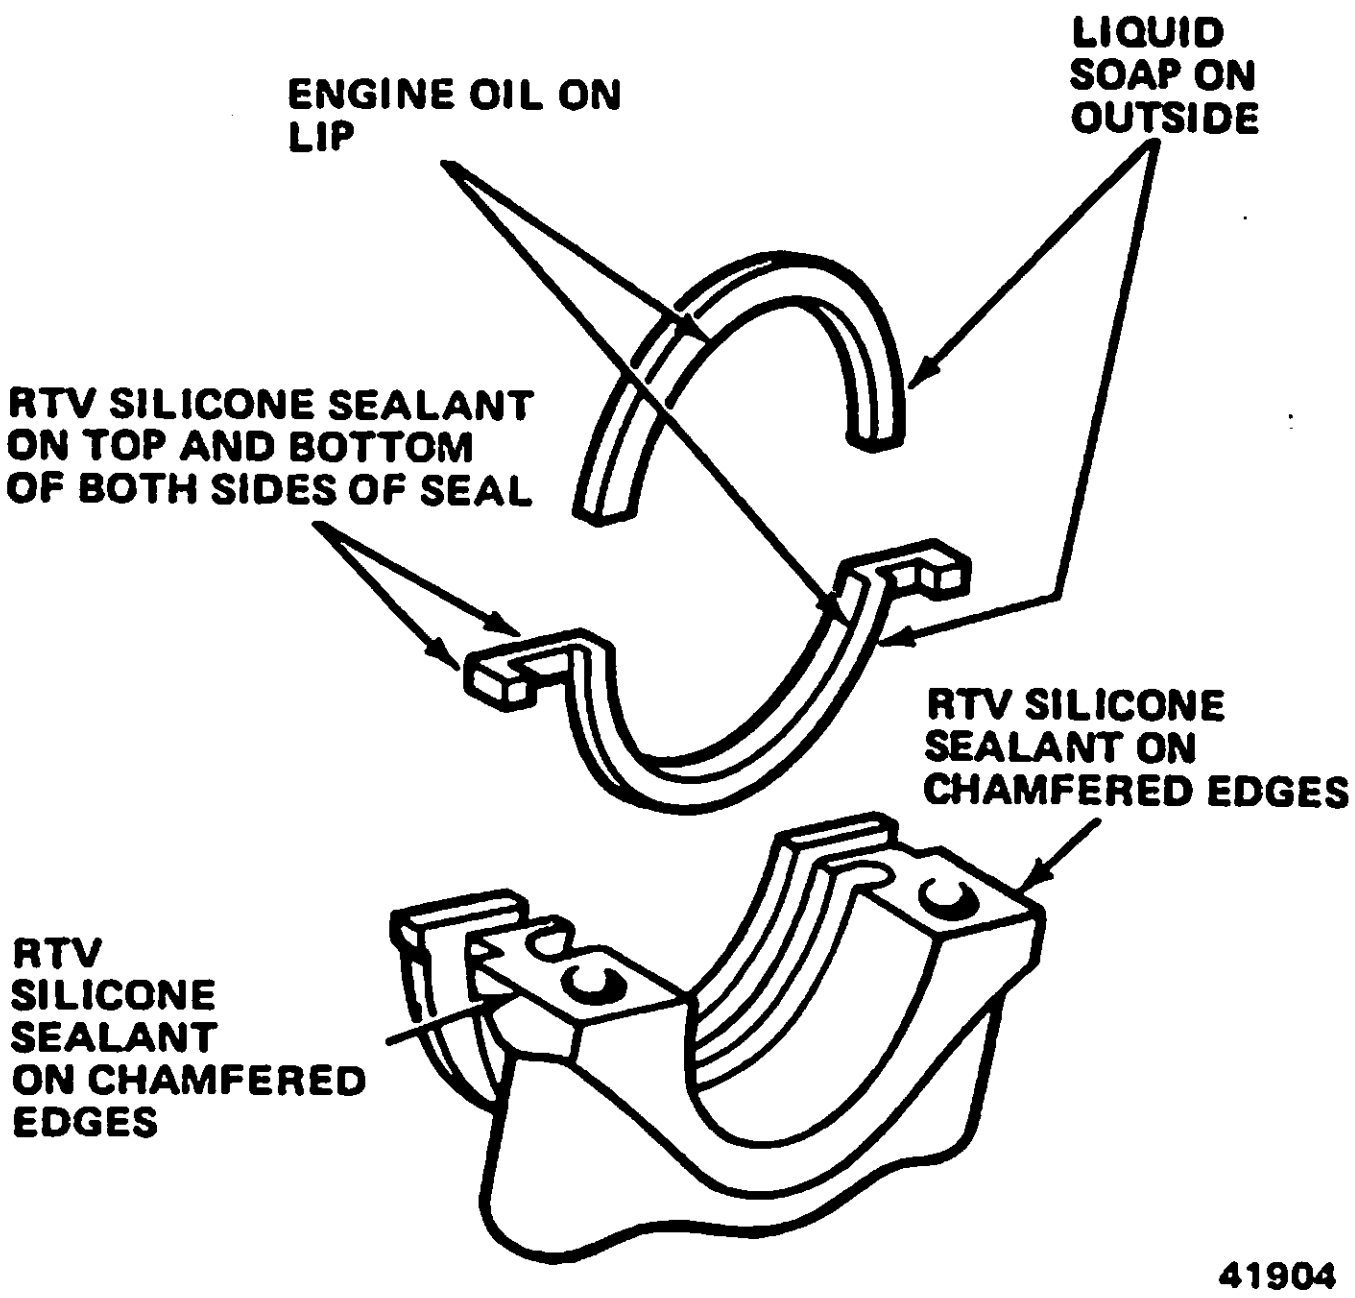

Fig. 1B-150 Rear Main Oil Seal Installation
(1) Wipe crankshaft seal surface area clean and apply light film of oil.
(2) Coat block contact surface area of replacement upper seal half with soap and lip of seal with clean engine oil (fig. 1B-150).
(3) Insert upper seal half into engine block.